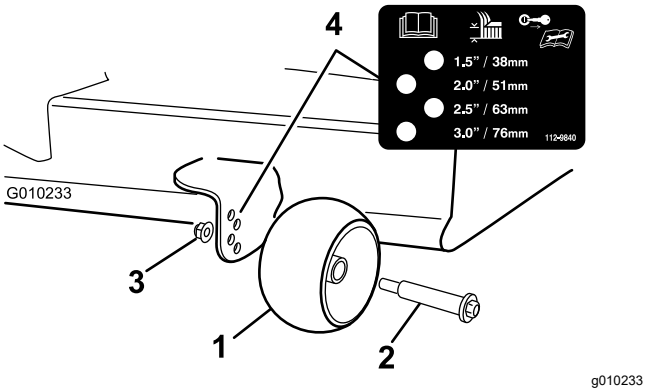

Figur 30
3. Juster antiskalperingsrullerne (Figur 30) for at matche den tætteste klippehøjdeposition.